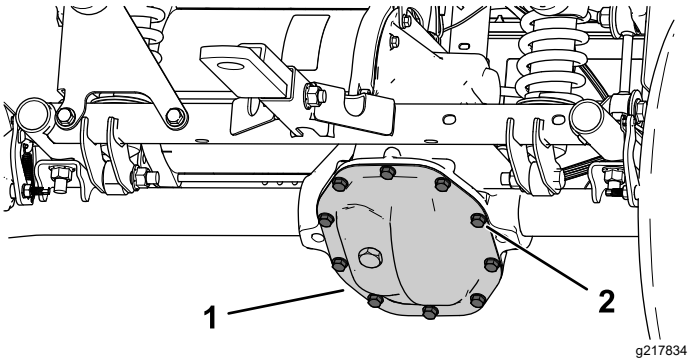

Figur 49
1. Anbring en dræningsbakke under transmissionsdækslet (Figur 49).
2. Fjern boltene fra transmissionsdækslet, og dræn væsken helt (Figur 49).